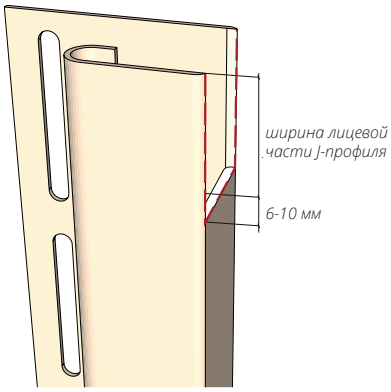
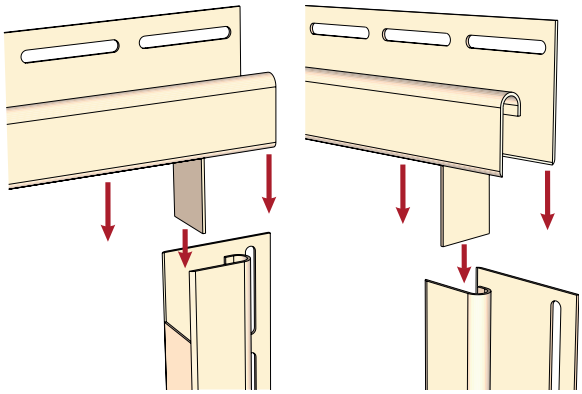

Рисунок 41
Рисунок 42
12.11 J-профиль, монтируемый в нижней части соединения, необходимо подрезать согласно рис. 41. Смонтируйте J-профили согласно рис. 42, соблюдая общие правила монтажа.